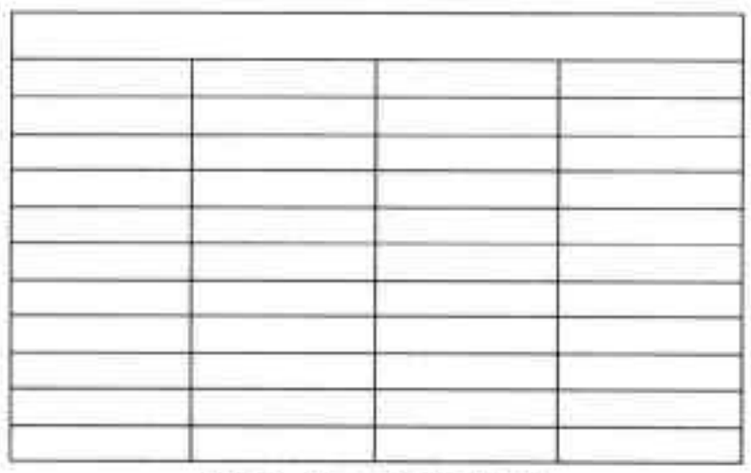

图8-63 插入表格
Step02 将表格的行设为10，列设为4，单击“确定”按钮，并在绘图区中指定表格插入点，插入表格，结果如图8-63所示。